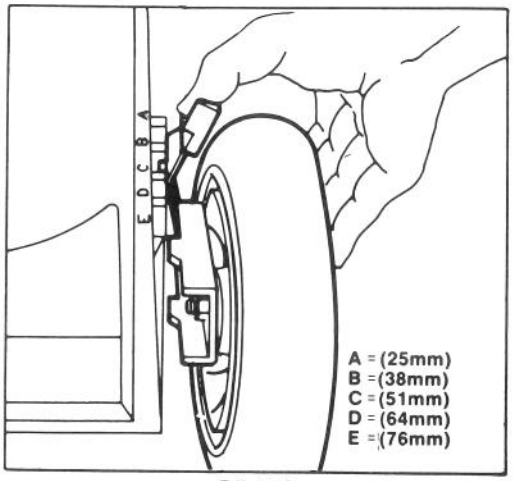

Bild 13
Fünf ins Gehäuse gestanzte Buchstaben zeigen die jeweilige Stufe an (Bild 13).
2. Zur leichteren Einstellung das Mähgehäuse anheben, damit das Rad mehr am Boden ist. Schnitthöhen-Einstellhebel zum Rad hin drücken und auf die gewünschte Schnitthöhe einstellen (Bild 13). Sicherstellen, daß der Stift des Einstellhebels in die Nute am Gehäuse einrastet. Alle Räder auf die gleiche Höhe einstellen.